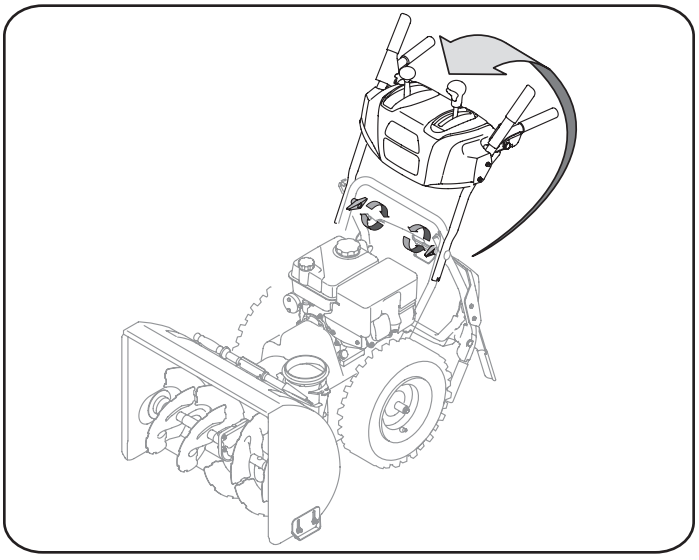

Figura 1
a. Coloque la palanca de cambios en la posición de avance (F) 6.
b. Tire hacia arriba y hacia atrás de la manija superior, tal y como se muestra en la figura 1. Cuando usted levanta el mango hacia arriba, asegúrese que ambos finales del cable de centro son colocados correctamente en los soportes. Alinee la manija superior con la manija inferior.
3. Sitúe control del canal en una posición centrada. Vea la figura 1.